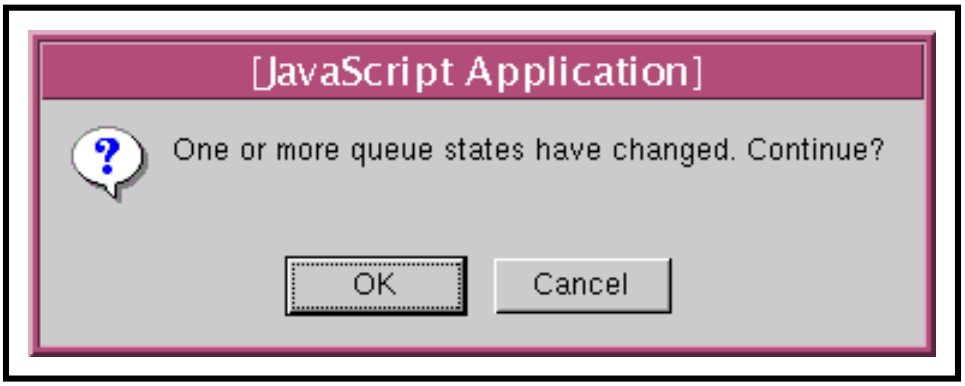

Figure 50. OM Queue Status Change Confirmation Dialogue Box
- An **OM Queue Status Change Confirmation** dialogue box (Figure 50) is displayed.
8 If an **OM Queue Status Change Confirmation** dialogue box (Figure 50) is displayed, click on the appropriate button from the following selections: